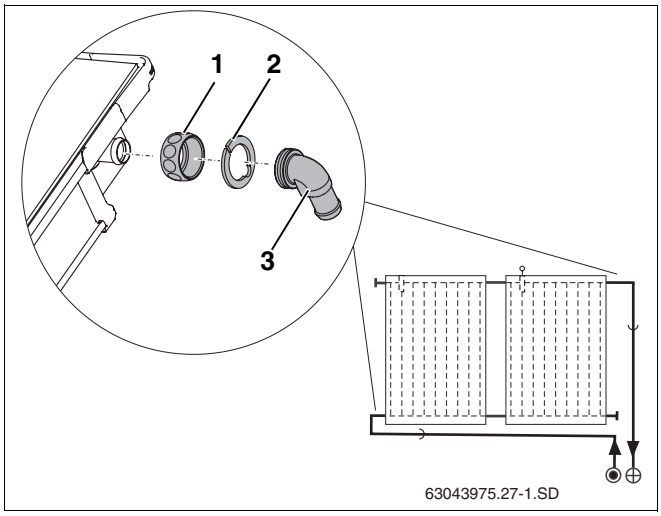

Abb. 22 Winkeltüllen montieren
- Überwurfmutter (Abb. 22, **Pos. 1**) über Kollektoranschlüsse schieben.
- Klemmscheibe (Abb. 22, **Pos. 2**) hinter die Wulst des Kollektoranschlusses legen und zusammendrücken.
- Winkeltülle mit O-Ring (Abb. 22, **Pos. 3**) ausrichten und mit Überwurfmutter verschrauben.